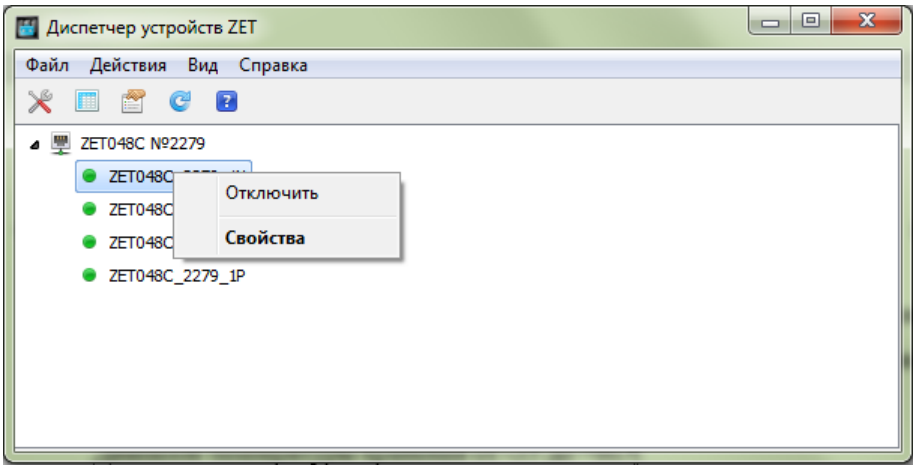

Рис. 2.12 Программа «Диспетчер устройств»
2. На панели ZETLAB в меню «СЕРВИСНЫЕ» выбрать программу «Диспетчер устройств». Щелчком правой кнопки мыши по наименованию измерительного канала регистратора вызвать контекстное меню и зайти в меню «Свойства» (*Рис. 2.12*).